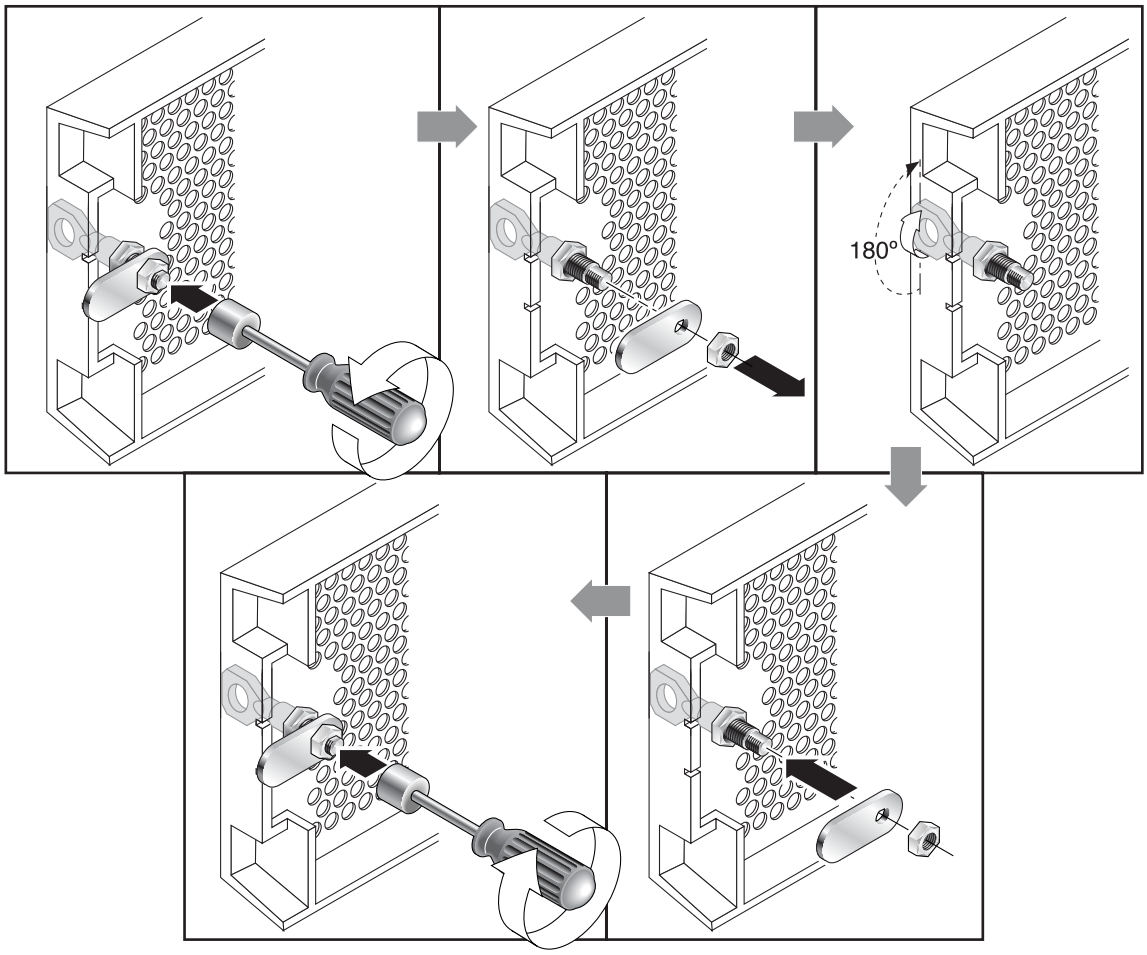

Figure 4-2 Sequence of Steps to Change Front Bezel Locks So Keys Cannot Be Removed
3. Hold the key in place and use a 12-mm or 3/8-inch nut driver to remove the locking nut that holds the pawl in place, as shown in the first panel of Figure 4-2.
4. Lift the pawl off the threaded part of the lock body, as shown in the second panel of Figure 4-2.
6. Use the key to turn the lock 180 degrees, as shown in the third panel of Figure 4-2.
7. Replace the pawl in the same orientation as before, as shown in the fourth panel of Figure 4-2.
8. Hold the key in place and use the nut driver to refasten the locking nut that holds the pawl in place, as shown in the fifth panel of Figure 4-2. Be careful not to cross-thread the nut.